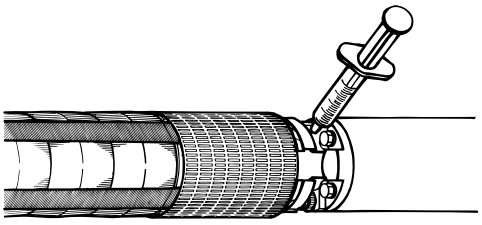

Рис. 10 Куюучу клапандын абалы
1. Бурагычтын жардамы менен, кыймылдаткычтын жогорку бөлүгүндөгү клапандын алдында орнотулган чыпканы түртүп чыгарыңыз. Эгерде чыпкада оюк болсо, анда чыпканы оңторуу керек. Куюучу клапандын абалы *Рис. 10* сүр. келтирилген.
2. Куюучу шрицтин учун клапанга кысыңыз жана электр кыймылдаткычты муздатуучу суюктук менен толтуруңуз. *Рис. 10*-сүр. кара. Бул учурда шприцти клапанга өзгөчө күч менен басууга болбойт, анткени ал клапандын жылчыксыздыгын зыянга учуратууга же жоготууга алып келиши мүмкүн.